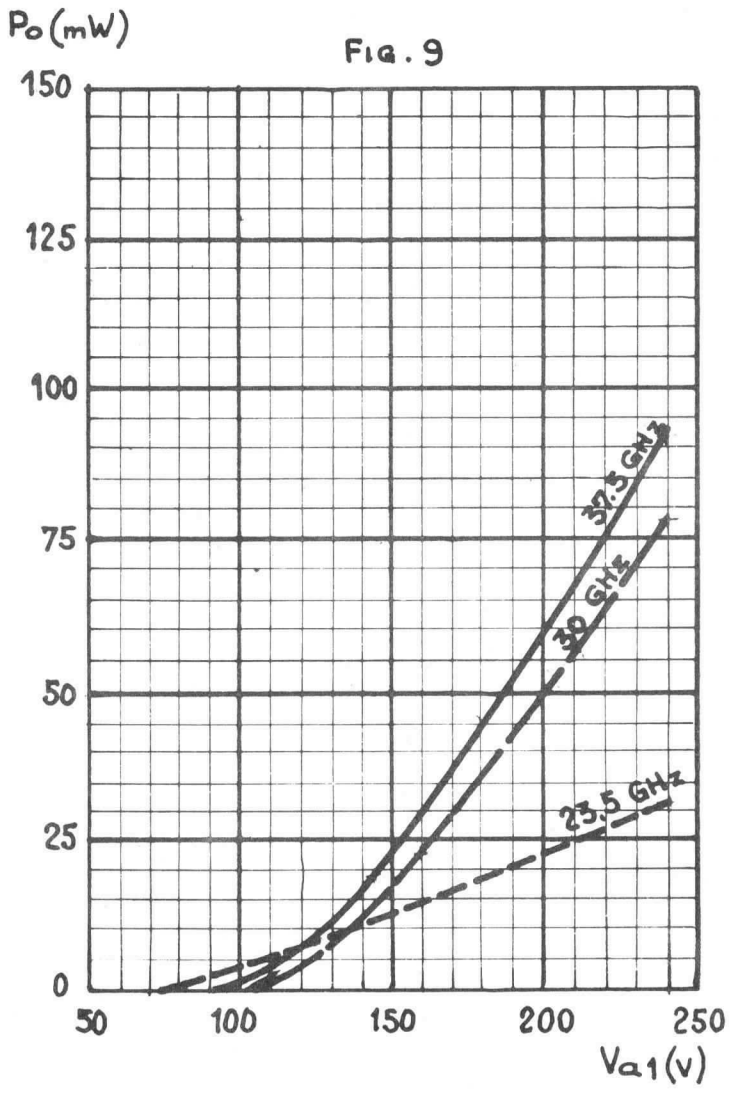

FIG. 9
- Les figures 9 et 9bis donnent respectivement un exemple de variation de P_o et de Ia2 en fonction de la tension d'anode Va1.